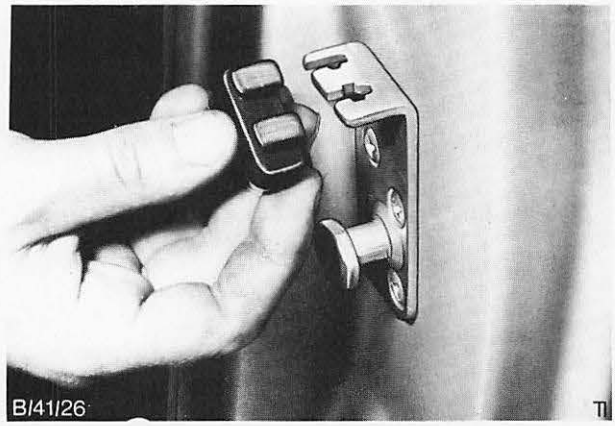

Abb. 50 Gummikeil – Schließdorn ausbauen
1. Gummikeil aus den Aussparungen der Schließdornplatte herausdrücken und entfernen, Abb. 50.